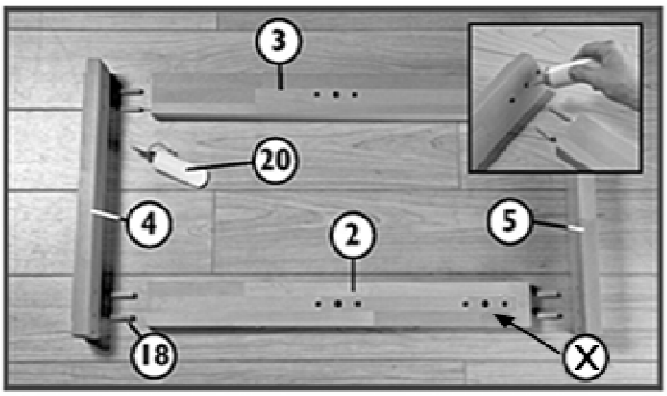

Fig. 1 X=holes for stretchers if cupboard is used
1. Bodenplatte (5), Plattenträger (4), hinteres Tischbein (3) und vorderes Tischbein (2) mit vorgebohrten Dübel-Löchern nach innen bereitlegen (Abbildung 1). Befestigen Sie die Bodenplatte und den Plattenträger mit dem vorderen und hinteren Tischbein mit je 4 Dübeln (18) und Klebestoff (20) (Abbildung 1). Benutzen Sie die Dübel-Löcher an der Innenseite für die Verbindung. Die Bohrung auf der anderen Seite des Plattenträgers dient zur Befestigung der Hobelbank-Arbeitsplatte (1). Wiederholen Sie die Montage für die andere Seite.